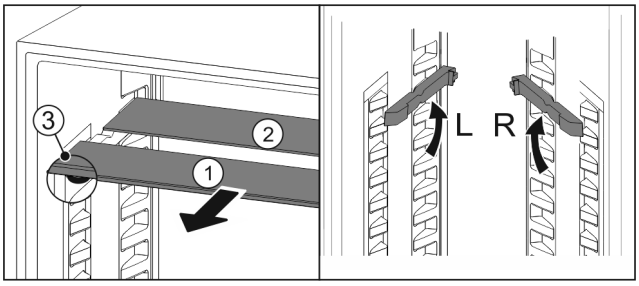

Fig. 25
▶ Посуньте *Fig. 25 (1)* скляну панель вперед.
▷ Скляна панель *Fig. 25 (1)* з декоративною планкою лежить спереду.
▷ Стопори *Fig. 25 (3)* показують вниз.